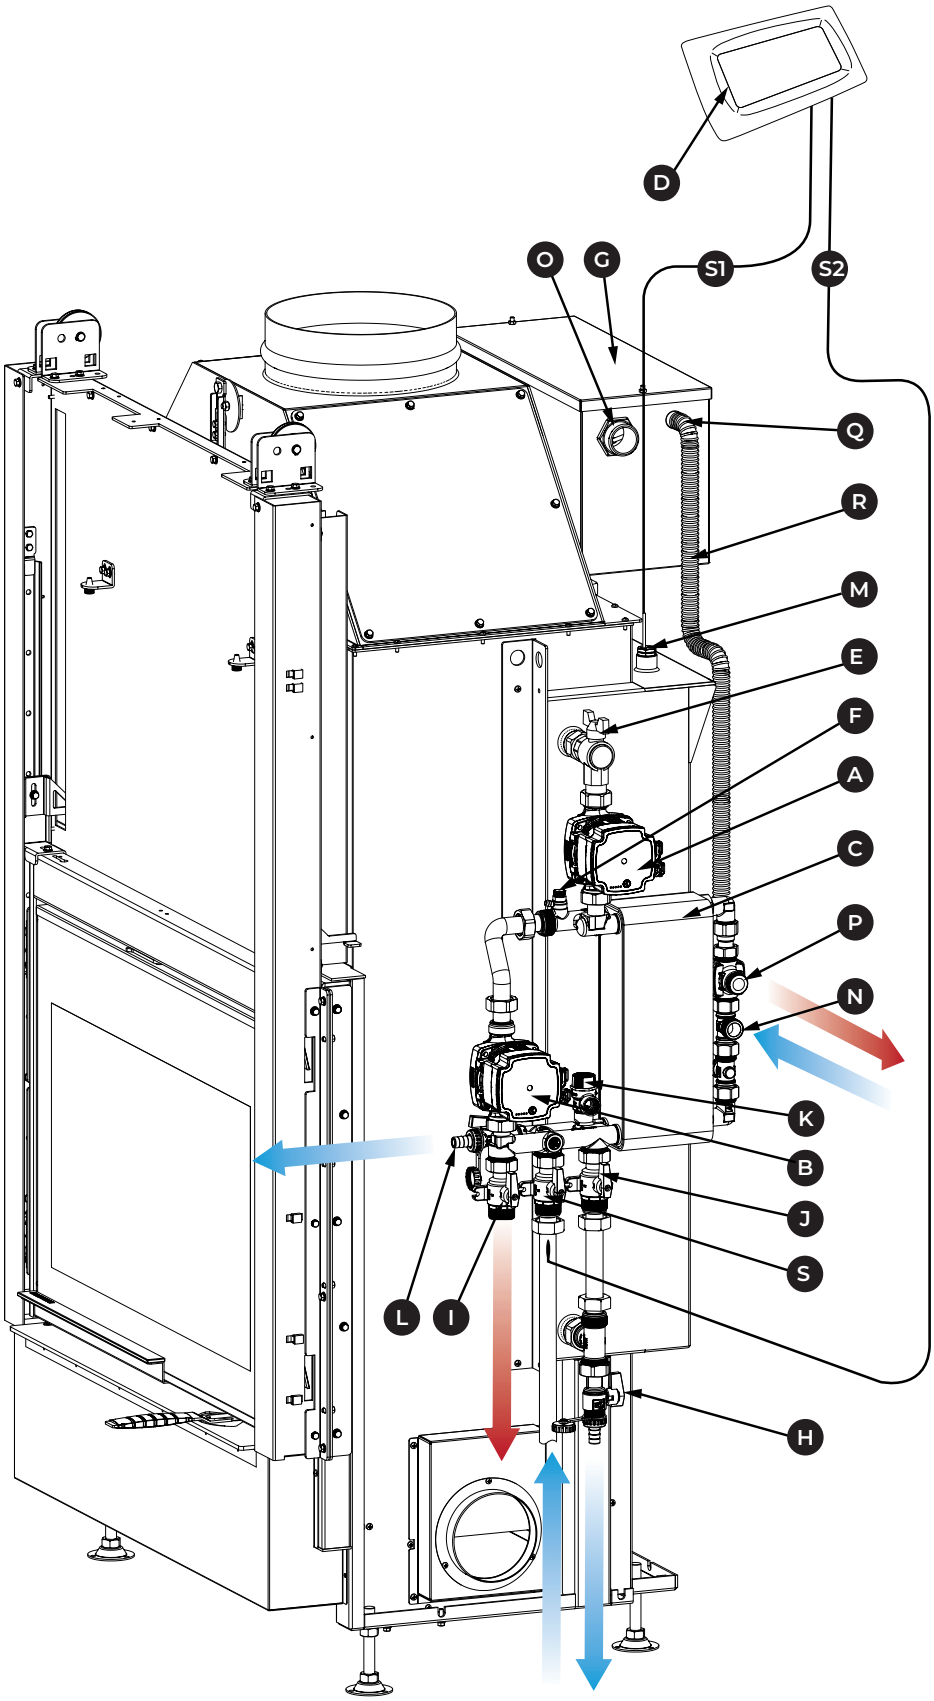

*Fig. 5.9a*
**Description des raccords hydrauliques (Fig. 5.9a)**